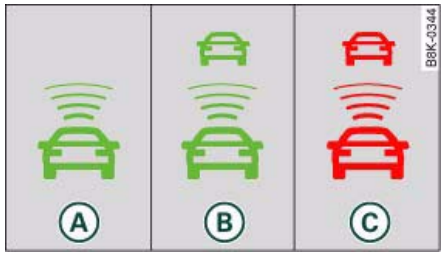

Fig. 144 Instrument cluster: Indicator lamp ▶
- (A) **No vehicle in front:** The green indicator lamp (A) ⇒ *page 134,* fig. 144 shows that the adaptive cruise control system is in cruise mode and that there is no vehicle in front. It maintains the stored target speed.
- (B) **Vehicle in front:** The green indicator lamp (B) shows that the system has detected a vehicle in front. The speed is adapted to the vehicle in front. The adaptive cruise control system accelerates and brakes the vehicle automatically.
- (C) **Driver intervention prompt:** When the red indicator lamp flashes (C), this is a **warning for the driver to intervene**. The driver has to brake the vehicle with the foot brake. This warning lamp will always appear when the adaptive cruise control system alone is not able to brake the vehicle sufficiently to maintain a safe distance to a vehicle in front. An audible alarm (warning tone) will also sound when the lamp starts to flash. For further information on the driver intervention prompt ⇒ *page 138*.